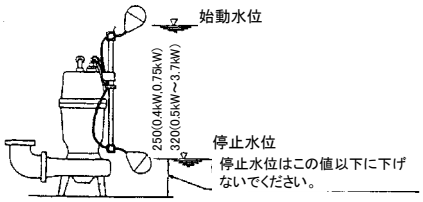

図 4
9) 自動形ﾎﾟﾝﾌﾟ(DVA型)は図4の通りにﾌﾛｰﾄ位置を設定してください。なお、ﾌﾛｰﾄｽｲｯﾁが水槽の壁面や配管などに接触すると、ﾌﾛｰﾄが動かなくなり、ﾎﾟﾝﾌﾟが始動しない事がありますので障害物から離してください。